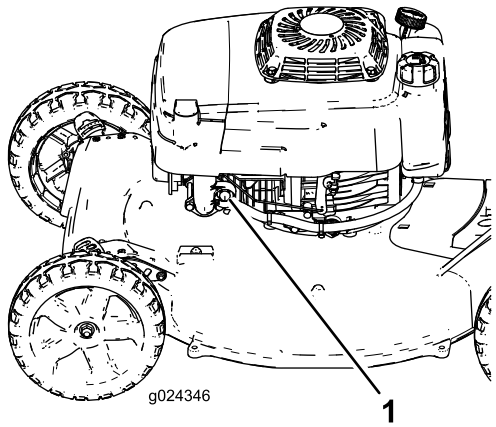

Figur 14
2. Snapsa genom att trycka in knappen ordentligt (Figur 14) och håll in snapspumpskulan i en sekund.